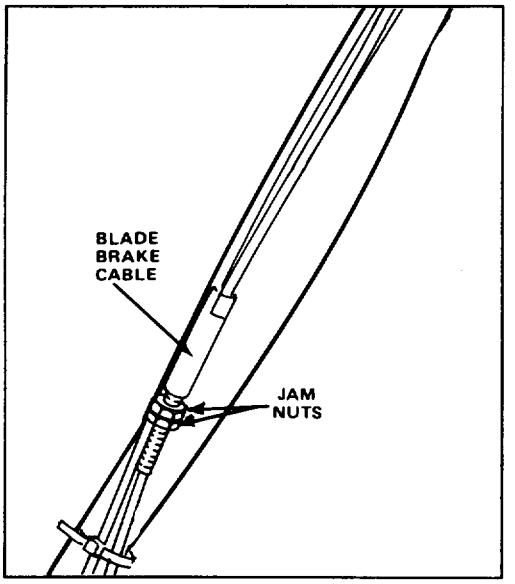

Figure 26
5. To adjust, loosen bottom jam nut on blade brake cable (Fig. 26) and adjust top jam nut until spring dimension is as near as possible to but not less than 1". (See note below.)